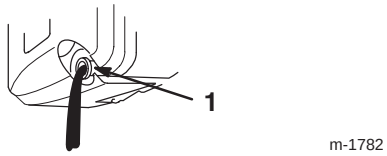

Bild 26
5. Kippen Sie den Rasenmäher auf seine **linke** Seite und lassen Sie das Öl in die Auffangwanne ablaufen (Bild 26).